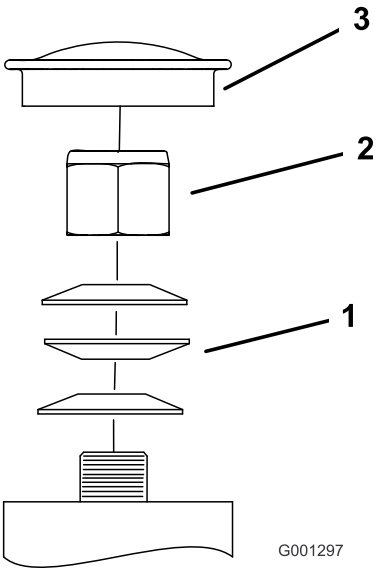

**Figuur 67**
3. Verwijder de stofkap van het zwenkwiel en draai de borgmoer aan (Figuur 67).
4. Draai de borgmoer aan totdat de veerringen vlak liggen, en draai deze vervolgens een 1/4 slag terug om de voorspanning op de lagers correct af te stellen (Figuur 67).
**Belangrijk: Zorg ervoor dat de veerringen goed zijn geplaatst, zoals getoond in Figuur 67.**
5. Plaats de stofkap (Figuur 67).